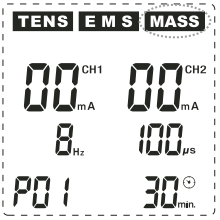

Abb. 7
Drücken Sie die Taste ⑩ (M) zur Auswahl des MASSAGE-Modus. Der MASSAGE-Modus wird aktiviert und im Display erscheint eine Anzeige wie in Abb. 7: Das Gerät befindet sich nun im Programm 1 (P01) des MASSAGE-Modus (MASS oben rechts im Display blinkt). Im MASSAGE-Modus gibt es 10 Programme P01 - P10 (siehe Programmtabelle Seite 24 - 25), die alle vorprogrammiert sind. Drücken Sie im MASSAGE-Modus wiederholt die Taste ⑥ (P/II), um nacheinander die Programme P01 - P10 aufzurufen. Nach dem Programm P10 beginnt die Reihenfolge wieder von vorne mit P01, P02 etc.